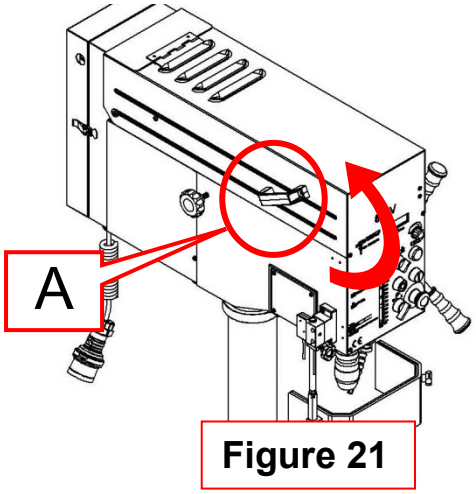
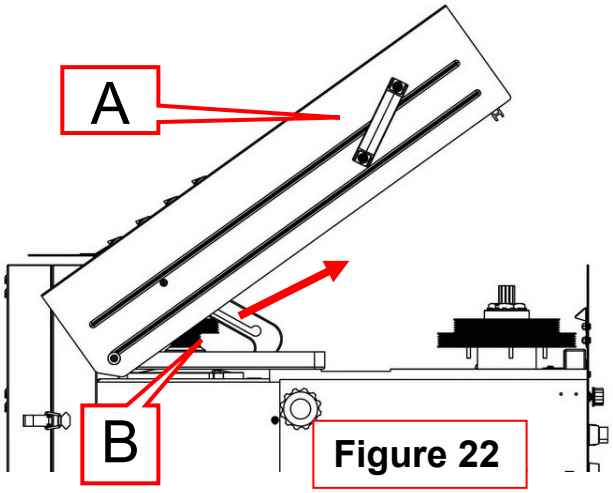

Figure 21
Figure 22
(1) Ouvrez le couvercle en fer – Tenez la poignée du couvercle en fer gauche **(Figure 21)** et poussez vers le haut jusquau point le plus haut, puis relâchez légèrement. Utilisez le fixateur **(Figure 22)** pour maintenir ouvert le couvercle en fer.
(2) Fermez le couvercle en fer – Tenez la poignée du couvercle en fer gauche **(Figure 21)** et poussez vers le haut jusquau point le plus haut. Tirez le fixateur **(Figure 22)** vers lavant pour libérer le couvercle, puis abaissez progressivement le couvercle en fer jusquà la po sition initiale.